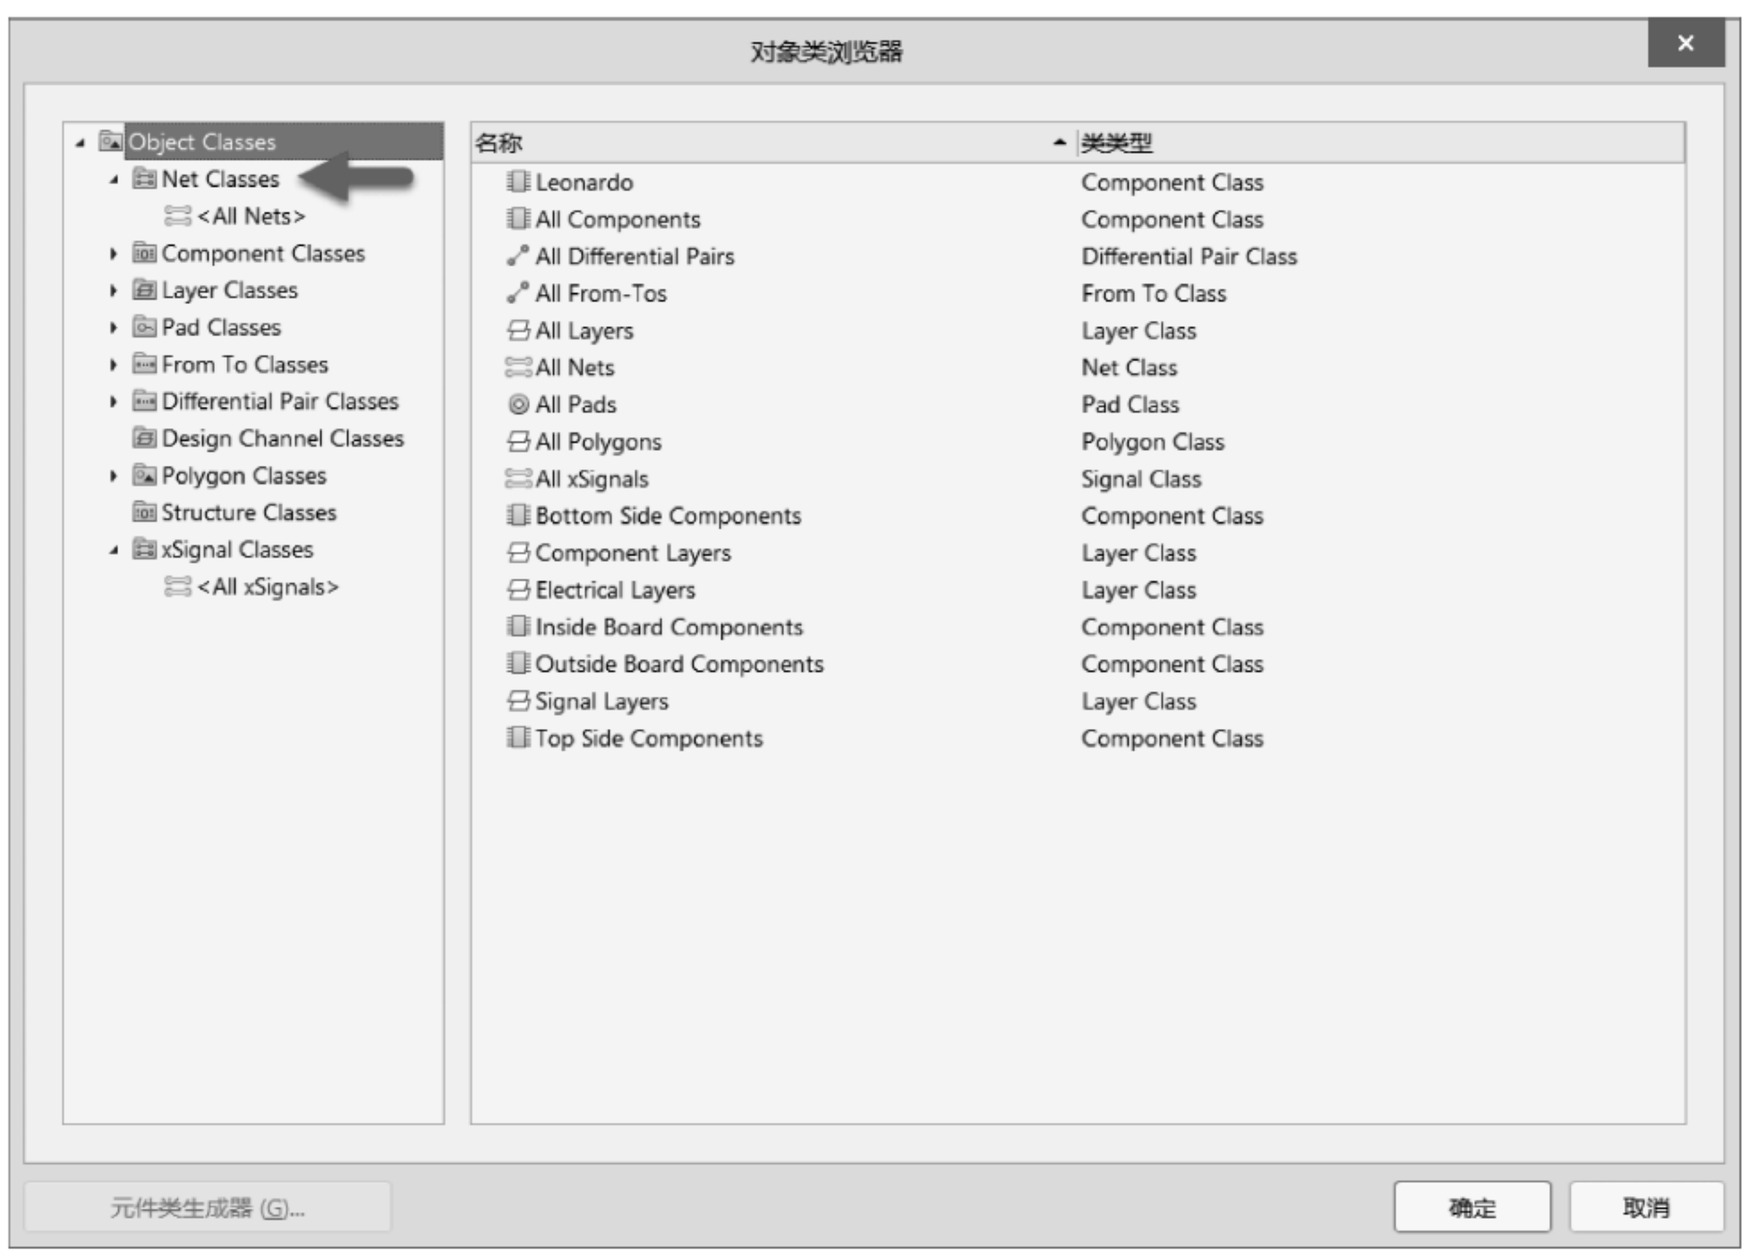

图 1-257　“对象类浏览器”对话框
③ 此时光标仍处于布线状态，可以继续对其他的网络进行布线，右击或按 Esc 键即可退出布线状态。
(3) 网络类：用于为指定的网络类进行自动布线，其操作步骤如下：
① “网络类”是多个网络的集合，可以在“对象类浏览器”对话框中对其进行编辑管理。执行菜单栏中“设计”→“类”命令，或者按快捷键 D+C，系统将弹出“对象类浏览器”对话框，如图 1-257 所示。系统默认存在的网络类为“所有网络”，用户可以自定义新的网络类，将需要归为一类的网络添加到定义好的网络类中。